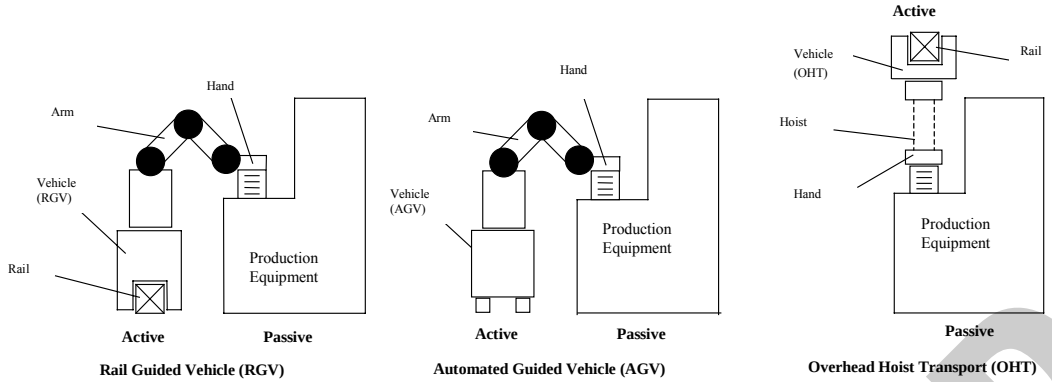

Figure 1
2.1 The scope of this specification is limited to communications associated with the material handoff operations between the active equipment (for example, AMHS equipment including AGV, RGV and OHT) and the passive equipment (for example, production equipment including process and metrology equipment; stockers, etc). This scope also extends to interbay AMHS active equipment (i.e., OHS and stockers equipped with transfer devices) and passive equipment (i.e., OHS and stockers not equipped with transfer devices). This specification defines the enhanced parallel I/O interface signals used to handoff carriers between the production equipment and the AMHS. Figures 1 and 2 show examples of types of AMHS equipment.